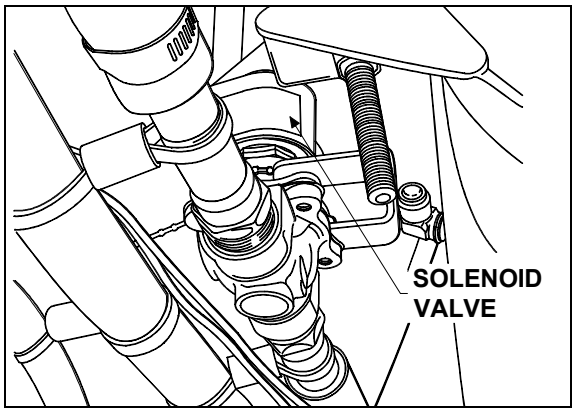

FIGURE 39: CEILING OF SPARE WHEEL COMPART. 22127
2. Locate the normally open water solenoid valve on the ceiling of the spare wheel compartment (Fig. 39), disconnect its wiring connector, then connect a 24-volt external power source, using jumper cables, to close valve.
A two-way normally open, internal pilot-operated solenoid valve designed for smooth closing is used to control the coolant flow through the driver's heating unit. It is mounted on the coolant inlet line of the driver's heating unit, and is accessible through the spare wheel compartment (see fig. 39). The valve cannot be manually bypassed.